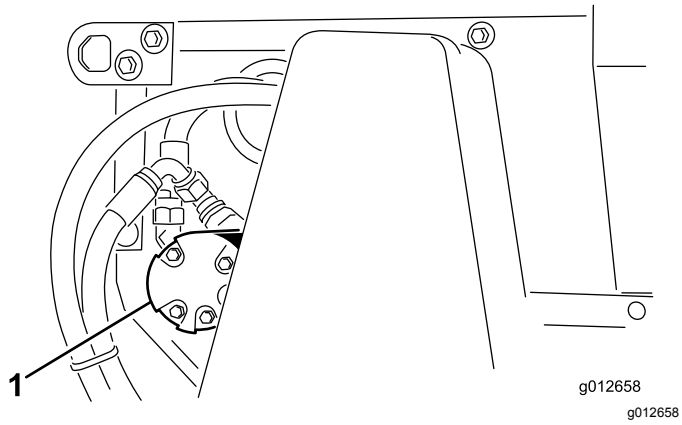

Figur 39
2. Løsne mutrene som fester lagerhuset (Figur 39), på venstre side av maskinen.